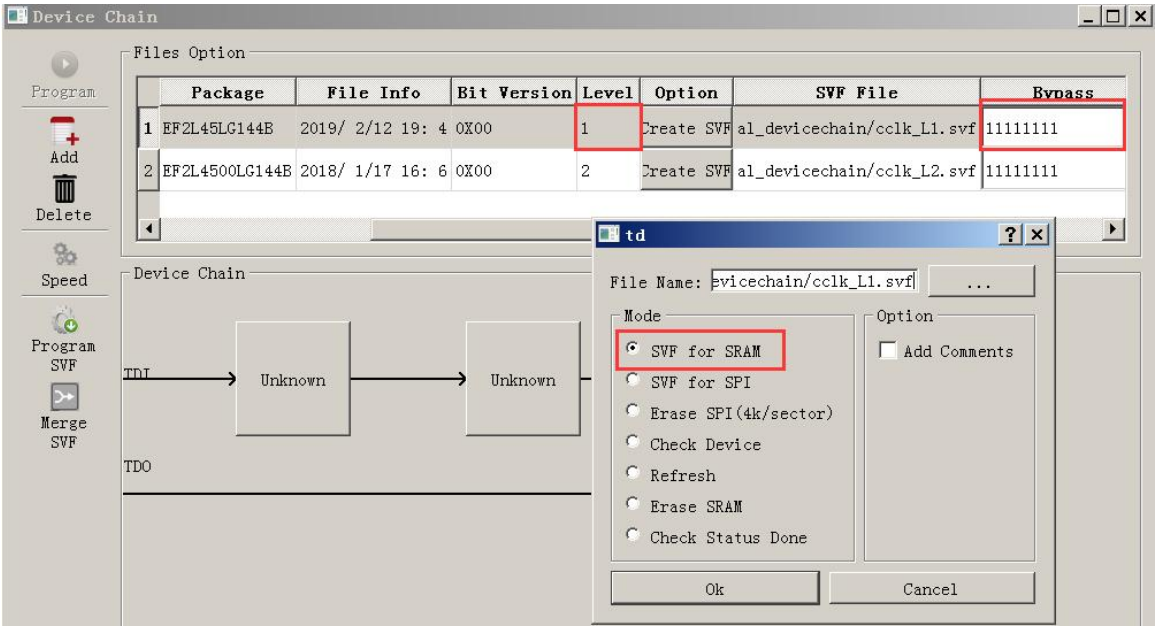

图 19 生成用于加载 SRAM 的 svf 文件
2) 如图 19 是生成用于 TD 软件或者 JTAG STUDIO 使用的下载 SRAM 的 SVF 文件。添加 bit 文件，根据物理连接设置该 bit 对应器件的 level 值，点击 create_svf，在 Bypass 下面输入 11111111，否则生成的 SVF 可能出错。生成 svf 文件后，可以直接使用 program 下载，也可以提供给 JTAG STUDIO 工具使用。